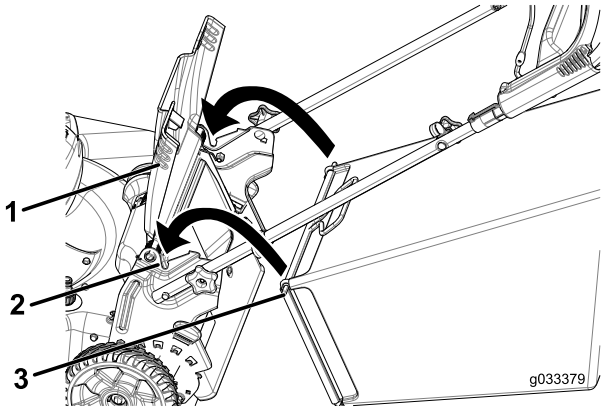

Figur 22
1. Løft den bageste deflektor, og hold den oppe (Figur 22).
2. Monter græsposen, og sørg for, at tapperne på posen sidder i hakkerne på håndtaget (Figur 22).